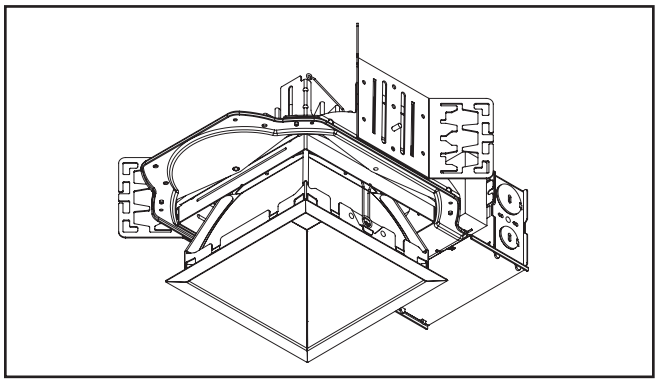

Figura 9.
9. Instale el motor de la luminaria LED y la unidad de la moldura insertando los muelles de torsión en los receptores del muelle ubicados dentro del alojamiento (Figura 9).